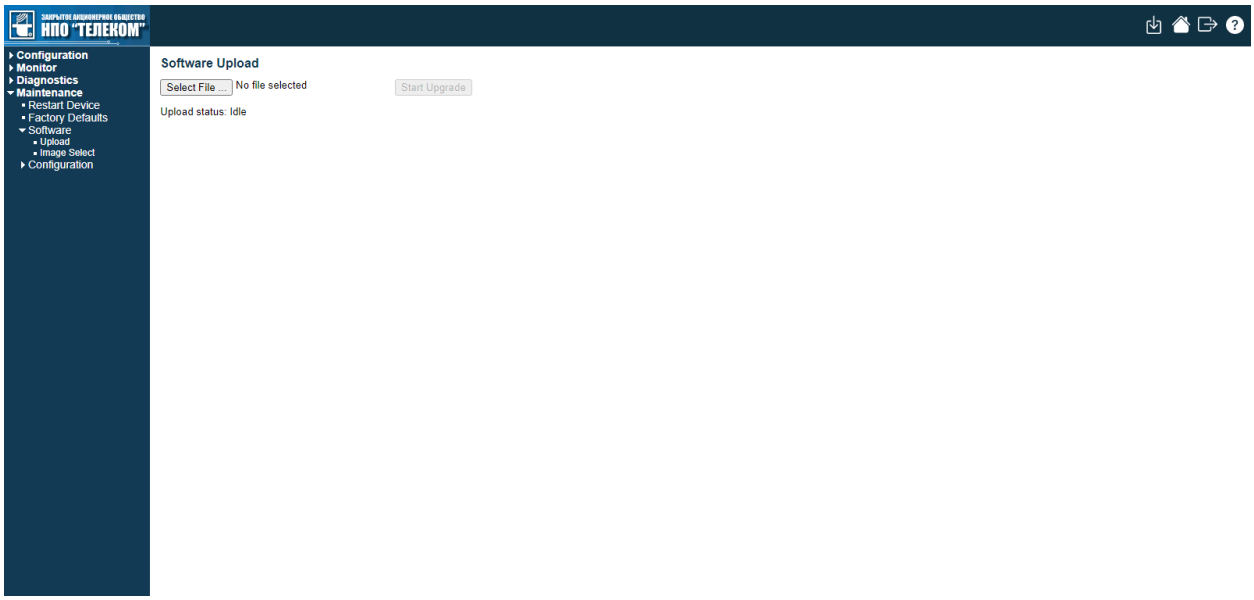

Рисунок 2.3.1 – Вкладка обновление
2. Перейдите во вкладку обновления Maintenance→ Software→Upload рисунок 2.3.1